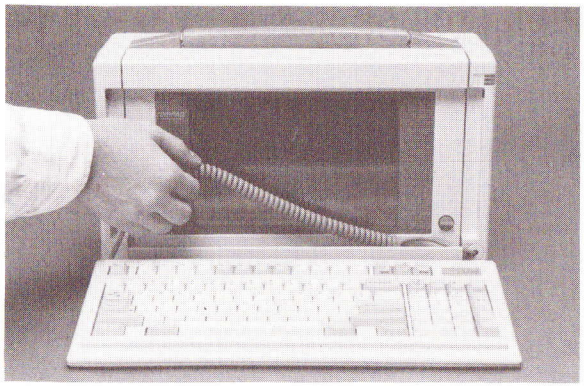

Abb. 2-4: Entnahme des Tastaturkabels aus dem Kabelfach
5. Nehmen Sie das Spiralkabel der Tastatur aus dem Kabelfach und stellen Sie die Tastatur in eine bequeme Schreibposition (Abb. 2-4).